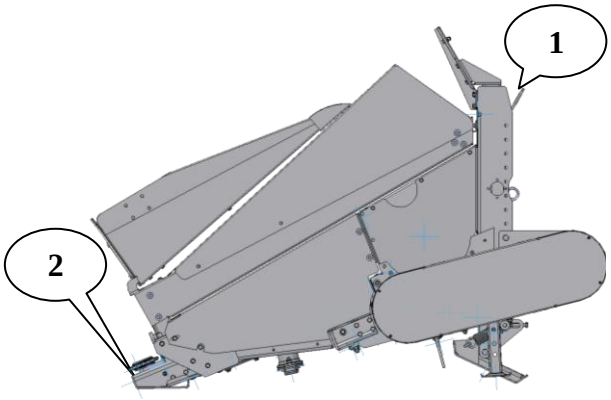

Рис. 12.
Заказчикам (на внутреннем венгерском рынке) жатки перевозятся на своих опорах (Рис. 12.). В этом случае они перевозятся на небольшие расстояния и на транспорт помещается только одна жатка.
На жатке отмечены подъёмные точки для выгрузки с краном с наклйками (Рис. 12.). Сзади две скобы (1), а впереди точками страповки являются крюки грузоподъёмной балки (2).